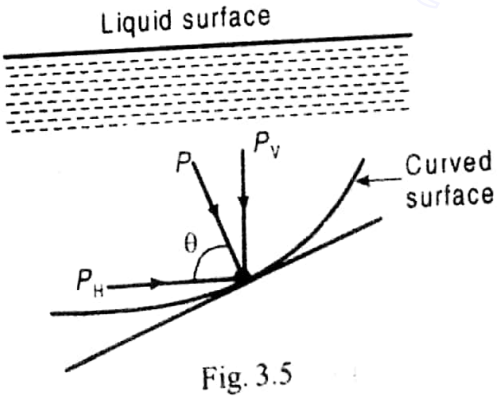

Fig. 3.5
4. *Curved immersed surface.* The total force on the curved surface, as shown in Fig. 3.5, is given by